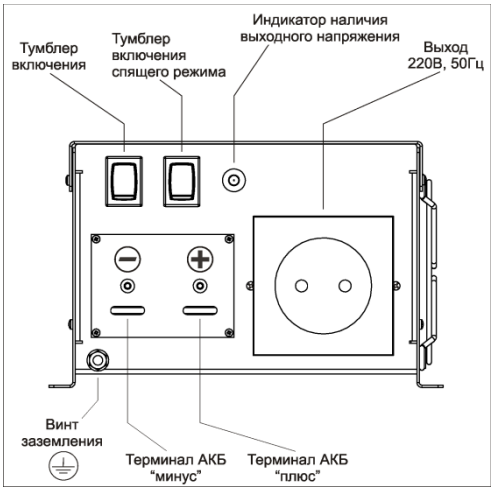

Рис.1.
4.2. На лицевой панели инвертора расположены (см. Рис.1):